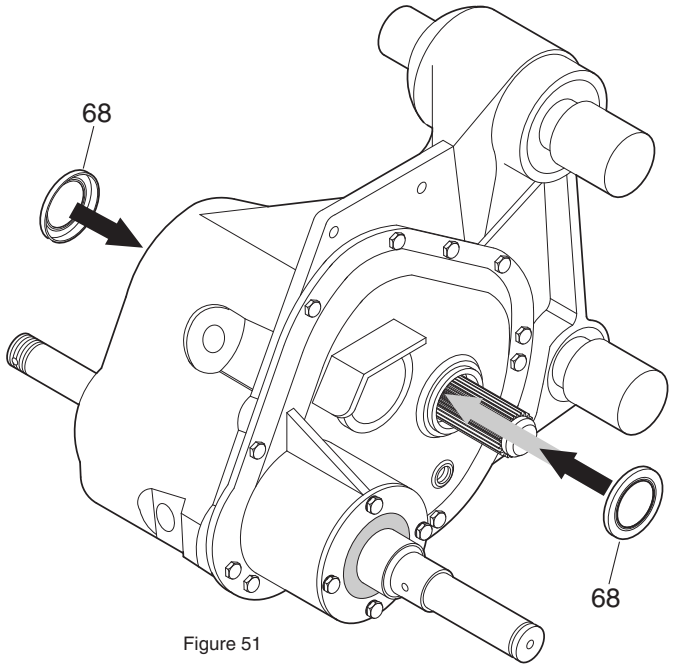

Figure 51
Install a sealing ring #T2915219P (item 68) on both sides of the housing, as shown in figure 51. Use a tool whose diameter fits the outside of the sealing ring (item 68) to tap it in.